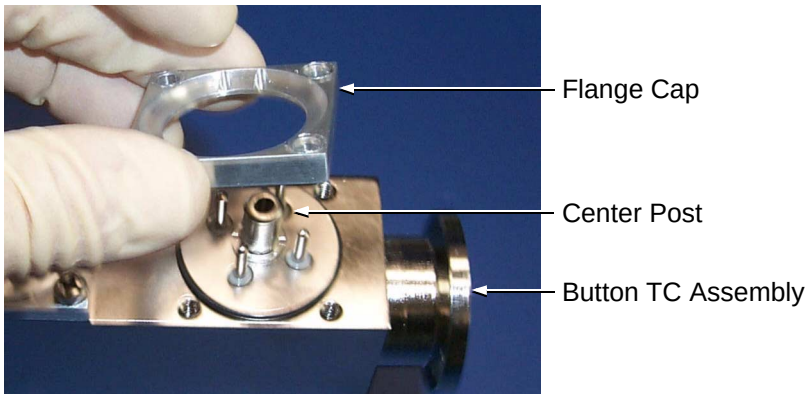

Figure 5-9 Flange Cap and Center Post on Button TC Assembly
6. Remove the Button TC flange cap (Figure 5-9) by pressing down on the Button TC center post and lifting the flange cap up and off of the Button TC.